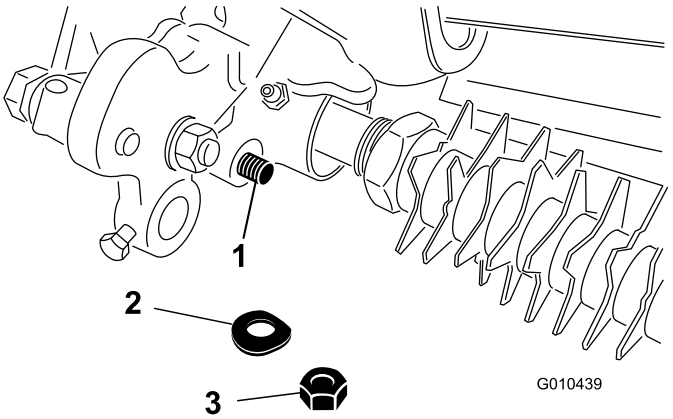

Figura 31
4. Remova a porca de bloqueio e anilha da mola que prendem a extremidade da haste do conjunto do braço da altura de corte ao conjunto da transmissão do rastelo (Figura 31).